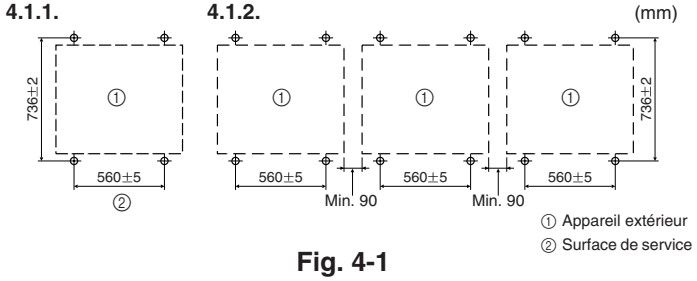

Fig. 4-1
4.1.1. Lors de l'installation d'un seul appareil extérieur (Fig. 4-1)